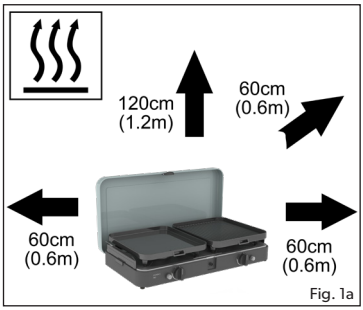

Fig. 1a
- Se till att apparaten används på säkert avstånd från antändliga material. Minimum säkerhetsavstånd: ovanför apparaten - 1,2m, bakåt och åt sidorna - 0.6m. (Fig 1a)